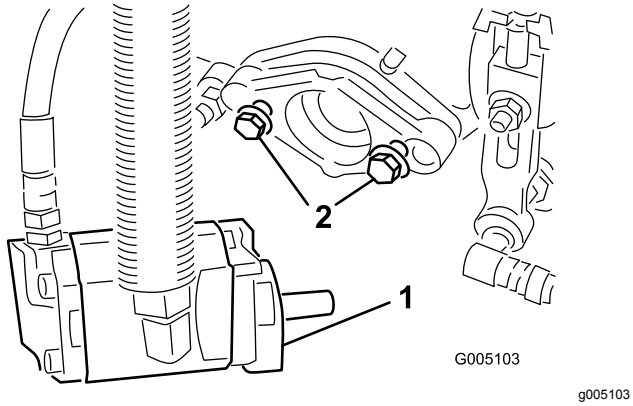

**Figur 10**
6. La ca. 13 mm av gjengene være eksponert på hver monteringsbolt for spoledrivmotoren (Figur 10).
8. **Stram monteringsboltene** (Figur 10).